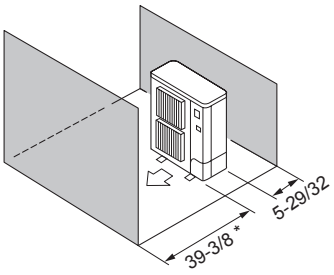

Fig. 2-9
⑤ Obstáculos en la parte delantera y trasera (Fig. 2-9)